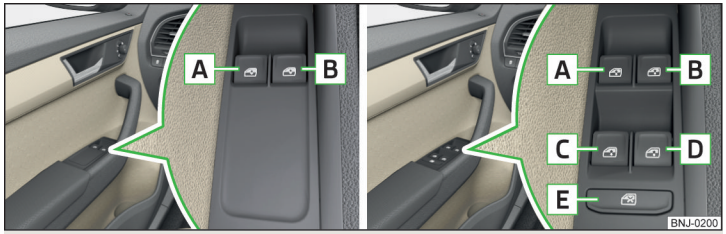

Fig. 43 **Buttons for window-openers: Version 1 / version 2**
Depending on the equipment configuration, the front windows - **Variant 1** or the front and rear windows - **Variant 2** be operated with the door buttons » Fig. 43.
› Press the button E » Fig. 43.
- If the rear seats are accommodating people who are not completely independent, e.g. children, it is recommended that for safety reasons the buttons in the rear doors are disabled with the button E » Fig. 43.
- **Variant 1** of the power window » Fig. 43 *on page 57* **has no** force limiter. The windows should be closed carefully – risk of injury.
- The **passenger window in variant 2** of the power window » Fig. 43 *on page 57* **has no** force limiter. The window should nevertheless be closed carefully – risk of injury!